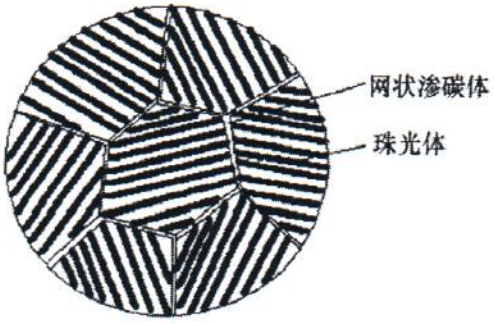

图 9-3　第七题解答图
1.1%C 的钢由液相冷却时先进入 L + γ 奥氏体两相区，形成枝晶或等轴状 γ 奥氏体，然后进入奥氏体单相区；继续冷却到 ~ 760℃，沿晶界析出二次渗碳体，在 727℃剩余的奥氏体转变为珠光体，最后的组织是珠光体 + 网状二次渗碳体，如图 9-3 所示。